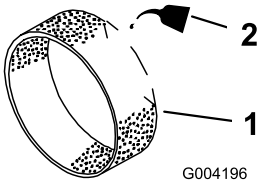

Figur 18
3. Legg 29,6 eller 59,1 ml olje på forfilteret (Figur 18).